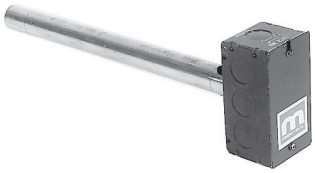

**Figure 8. Ensemble capteur et tube de mélange**
a. Pour les unités avec ensemble capteur et tube de mélange (voir **Figure 8**), enlever le panneau d'accès aux conduits, glissez le tube de mélange dans le conduit et fixez le capteur.